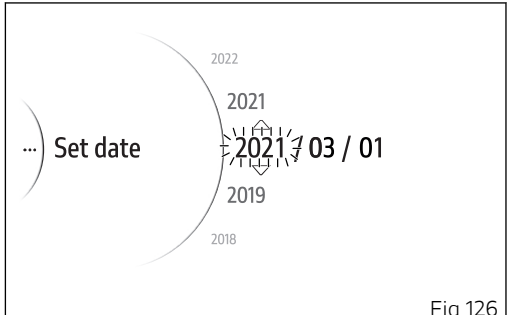

Fig 126
- Use buttons (1) and (2) from the Interactive Menu to select the “Setting menu” item and press ENTER (3).
- Select the “Date and time” item and press ENTER (3).
- Select the “Set date” item and press ENTER (3).
The first parameter of the date (Fig 126) starts flashing and is displayed with two arrows placed above and below it; the available values for the selected parameter are also displayed. Use buttons (1) and (2) to scroll and select the desired value. Press ENTER (3) to confirm and move on to the following parameter.